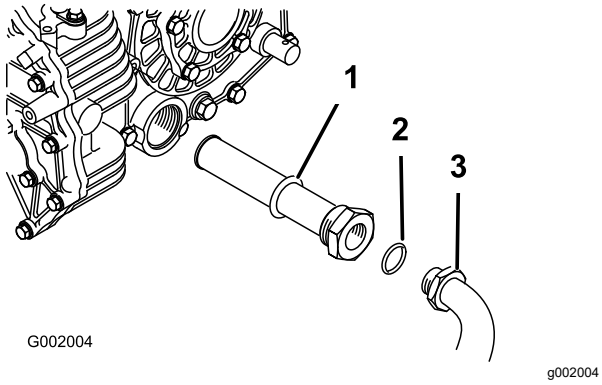

Figura 57
5. Retire el tubo hidráulico y el codo de 90° (Figura 57).